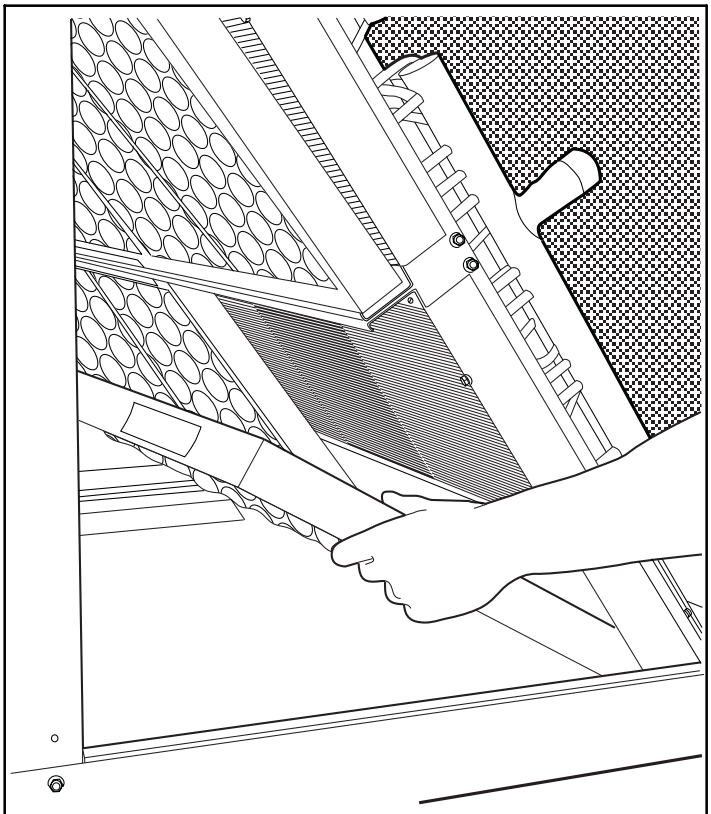

Fig. 21 — Filter Removal/Replacement
3. Remove old filters by lifting and tilting them out of the filter track. See Fig. 21.